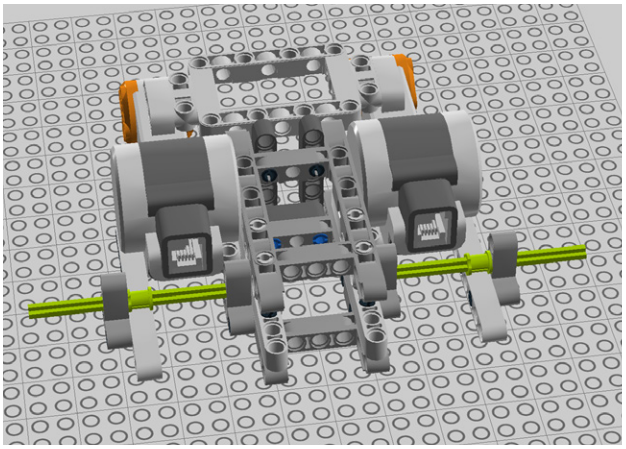

Figure 7-40. *Step 33: Connecting and securing the axles*
33. Add two cross axles and secure them with bushes. Figure 7-40 shows this.